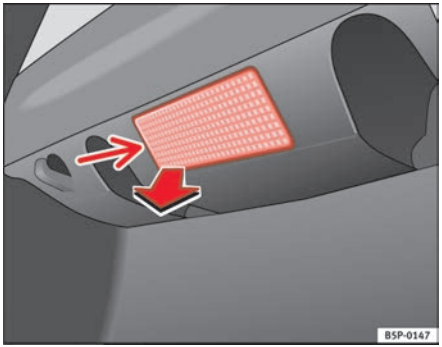

Fig. 193 Luggage compartment light
- Remove the bulb by pressing on the inside edge of this -arrow- using the flat side of a screwdriver ⇒ fig. 193. ▶